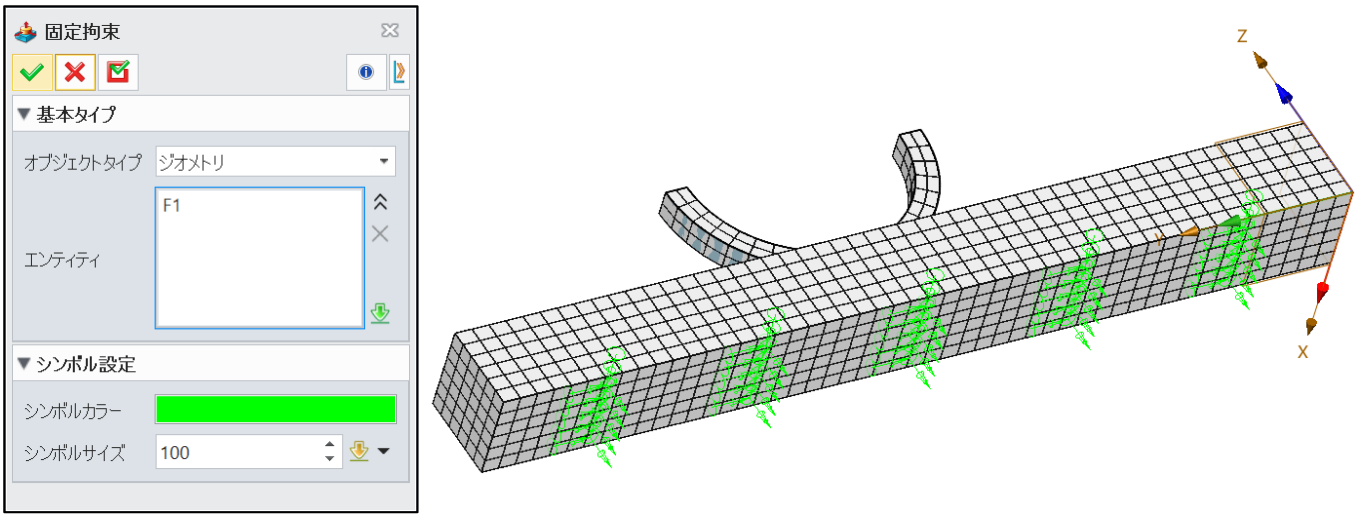

図 13　固定拘束
STEP 02 [オブジェクトタイプ] で [ジオメトリ] を選択し、[エンティティ] で剛体の底面を選択します。（図 13 参照）